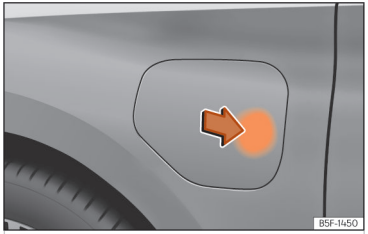

**Fig. 56** Opening the charging socket cover.
- With the vehicle unlocked, the battery charging cover opens when the indicated zone is pressed **››› Fig. 56**.